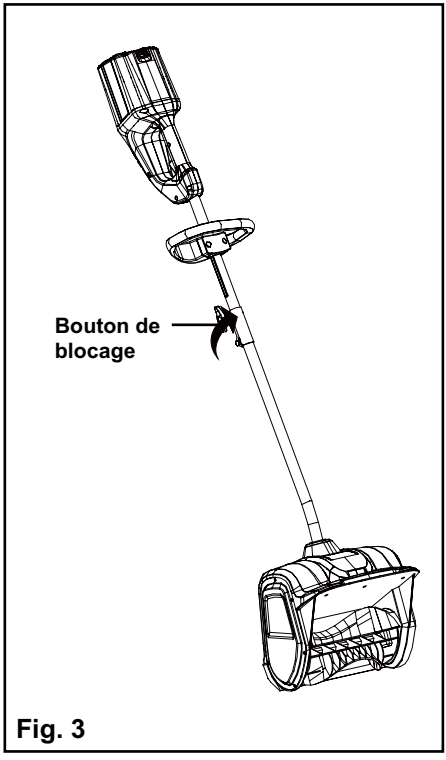

Fig. 3
• Tournez le bouton de blocage dans le sens des aiguilles d'une montre jusqu'à ce que celui-ci soit fermement serré. (Fig. 3).